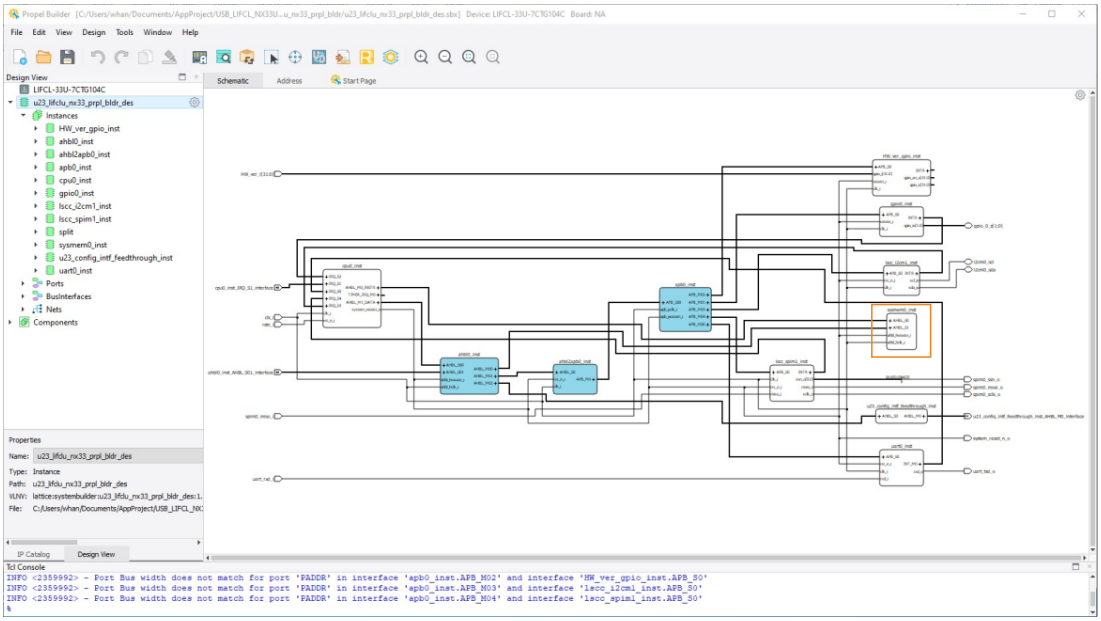

Figure 5.8. Opening System Memory Module Block Wizard
1. In the Propel Build design schematic, double-click on the **sysmem0_inst** to open the system_memory Module Block Wizard, as shown in Figure 5.8.